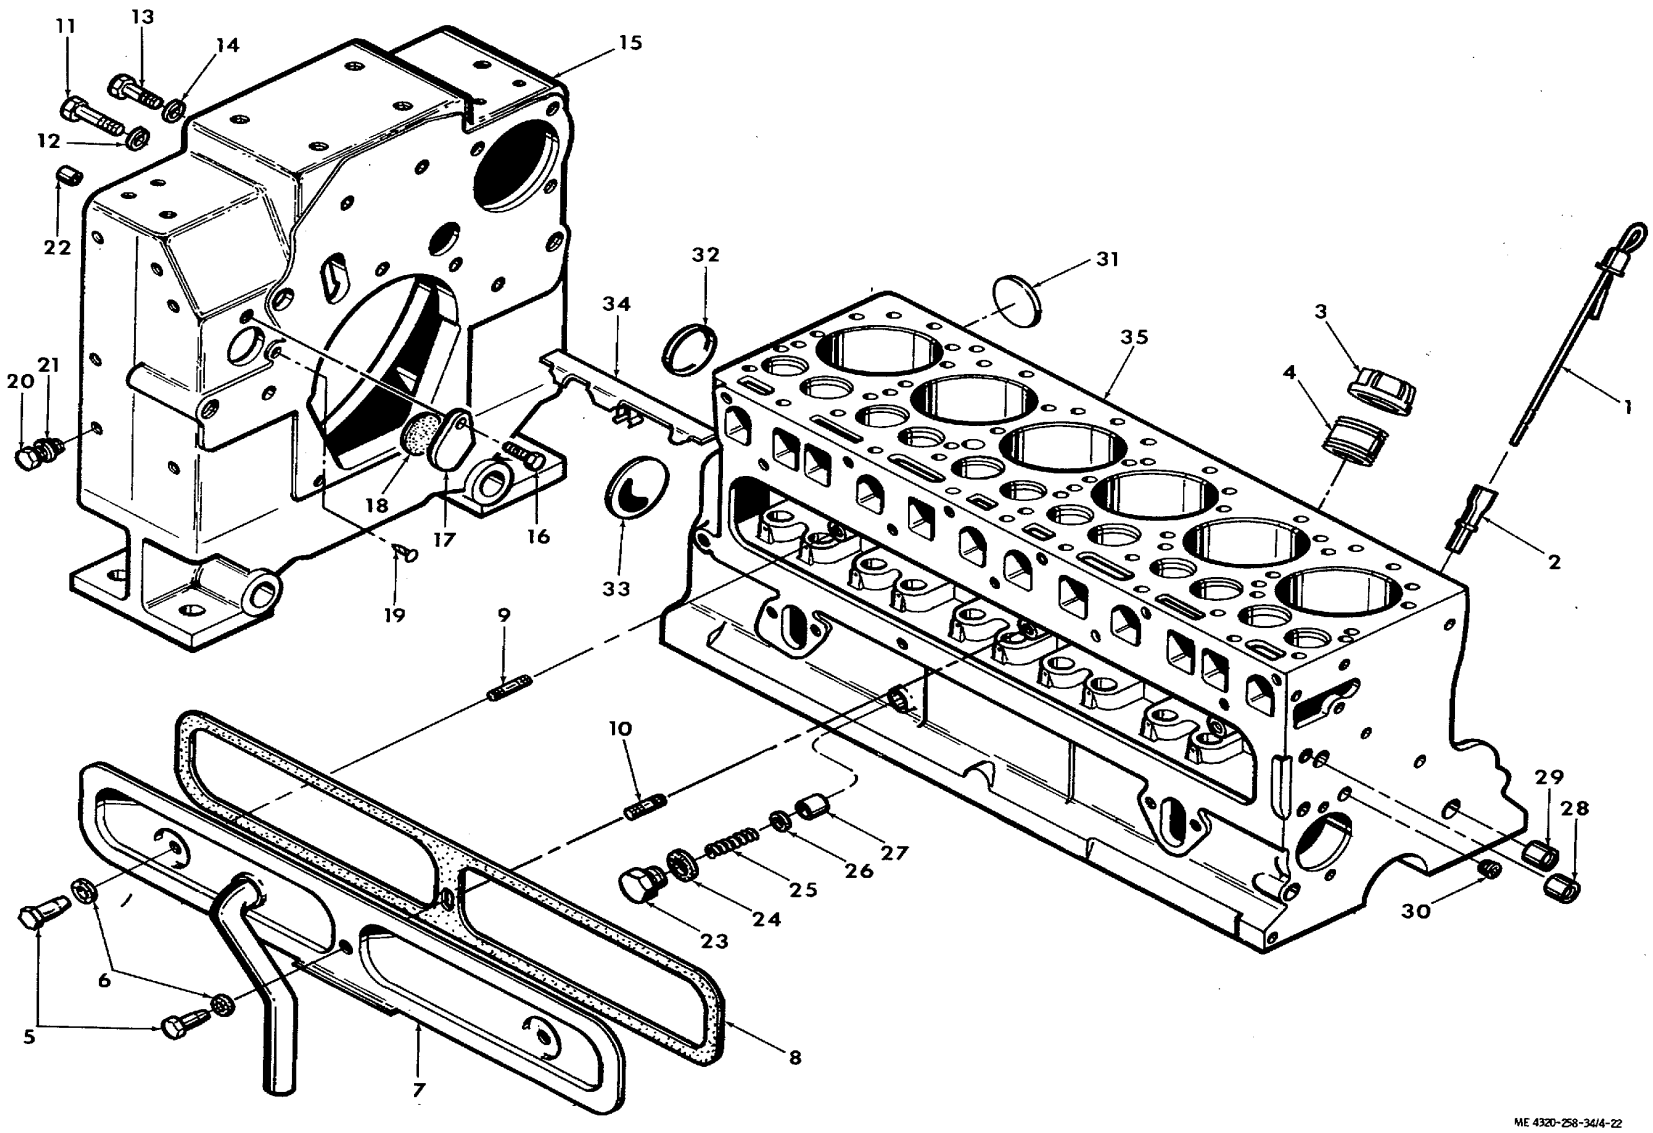

Figure 4-22. Cylinder block and flywheel housing, exploded view.
(3) Inspect the thrust washer for scoring and wear. Replace the thrust washer if any signs of wear are evident.
(4) Inspect the cam gear for cracked, chipped, or broken gear teeth, damaged shaft bore, or worn thrust surface. The cam gear and the mating gear on the crankshaft must be replaced as a pair. Do not attempt to replace these gears singly.
(5) Inspect the plug (33, fig. 4-22) in the cylinder block. Replace if any leaking is evident from the circumference of the plug.
(6) Inspect the camshaft bearings in the cylinder block for scoring or visible damage; replace damaged bearings if necessary. Check the camshaft-to-bearing clearance and, if necessary, replace bearings as follows:
(10) Remove the plug (33, fig. 4-22) and gasket (24); remove the spring (25), washers (26), and oil pressure relief valve (27).
KEY to fig. 4-22:
(1) Reassembly and installation is the reverse of removal and disassembly. Refer to figure 4-22.